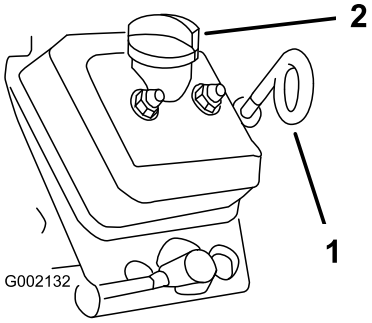

**Figur 32**
3. Rengør området omkring målepinden og påfyldningsdækslet (Figur 32) med en klud, så der ikke trænger snavs ned i målepindsrøret eller oliepåfyldningsstudsen og beskadiger motoren.
4. Tag målepinden ud, og tør den af (Figur 32).
5. Før målepinden ind i målepindsrøret, og sørg for, at det sidder helt i bund (Figur 32).
8. Sæt påfyldningsdækslet på (Figur 32).
9. Sæt målepinden ordentlig i (Figur 32).